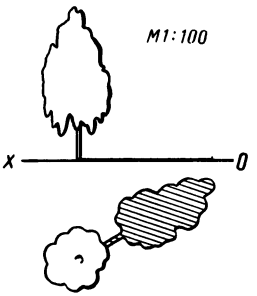

Рис. 226
94. Определите расстояние от вершины дерева до конца его тени (рис. 226).